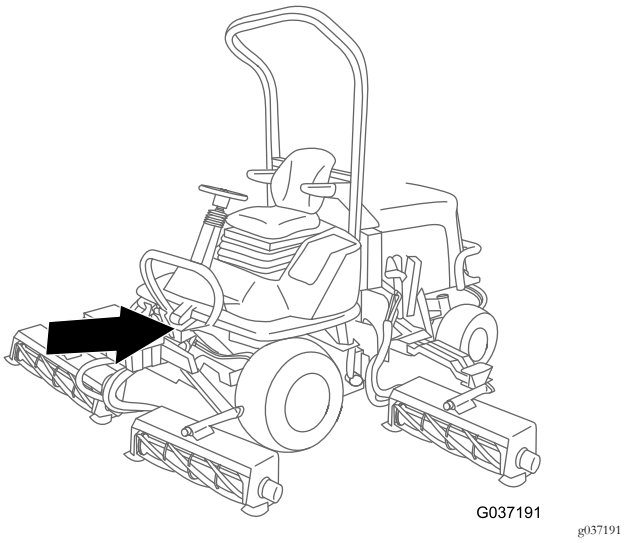

Figur 21
3. Før grenen av ledningssatsen med ringterminalen til hornet foran på maskinen, under seteplattformen (Figur 21).